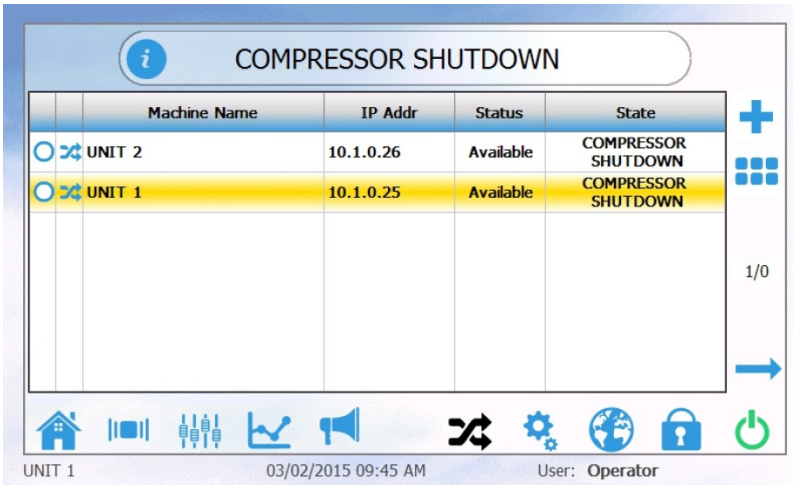

FIGURE 3-18
11. Once at the ICC Home Screen, ensure that the enable/disable ICC icon is enabled (should be displayed), now select the icon to access the Unit Availability Screen. The Unit Availability Screen will display all compressors currently configured within your ICC network as shown in Figure 3-18.